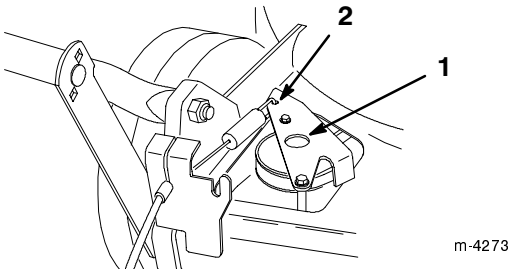

Bild 32
5. Drücken Sie den Antriebsbügel so weit nach unten, dass er den Rasenmäher berührt. Halten Sie ihn dann dort fest (Bild 32).